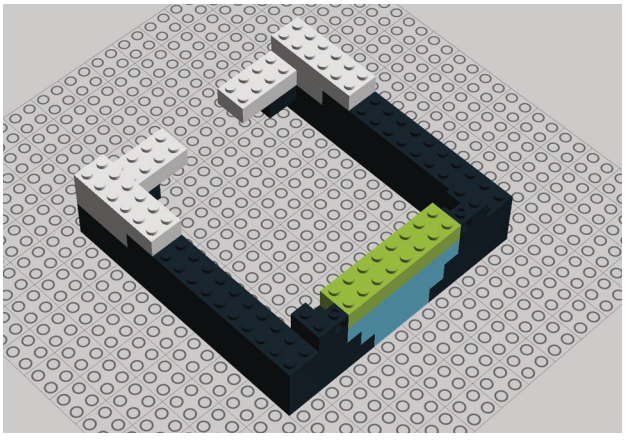

Figure 9-21. *Step 16: Adding more translucent bricks to the front*
16. Add three 2x2 and two 2x1 translucent bricks (Figure 9-21).